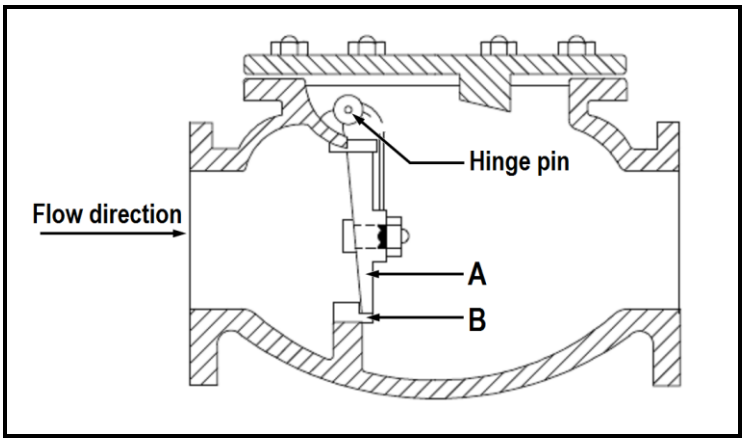

FIGURE 1
5.2 FIGURE 1 below shows a diagram of a valve.
5.2.1 Name the type of valve shown in FIGURE 1. (1)